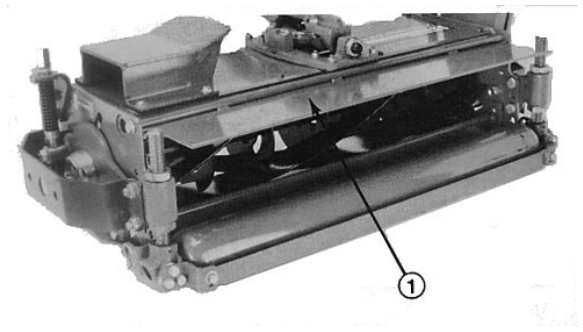

**Bild 19**
**Schnittwerkablenkbleche**—Die Ablenkbleche so horizontal einstellen (Bild 19), daß Schnittgut nach hinten ausgeworfen wird;